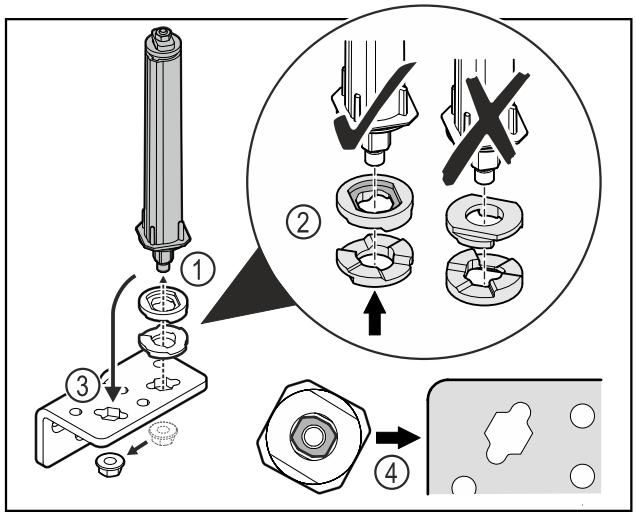

*Fig. 30*
- ▶ Desfaceți piulița și îndepărtați sistemul de închidere a ușii *Fig. 30 (1)*.
- ▶ Aveți în vedere alinierea corectă a șaibelor de reglaj pe înălțime *Fig. 30 (2)*.
- ▶ Mutați sistemul de închidere a ușii în colțarul balamalei și fixați cu piulița *Fig. 30 (3)*.
- ▶ La utilizare aveți în vedere alinierea corectă a sistemului de închidere a ușii *Fig. 30 (4)*.